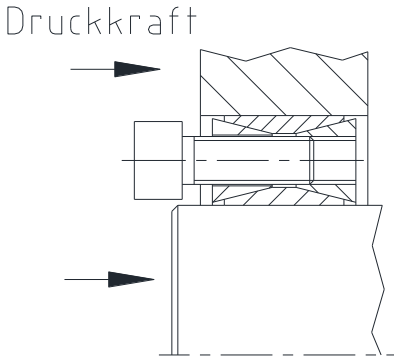

Bild 6: Lösen des vorderen Druckringes
- Klemmt der vordere Druckring, wird durch Druck oder leichte Schläge auf Welle und Nabe ein Lockern erreicht (siehe Bild 6).